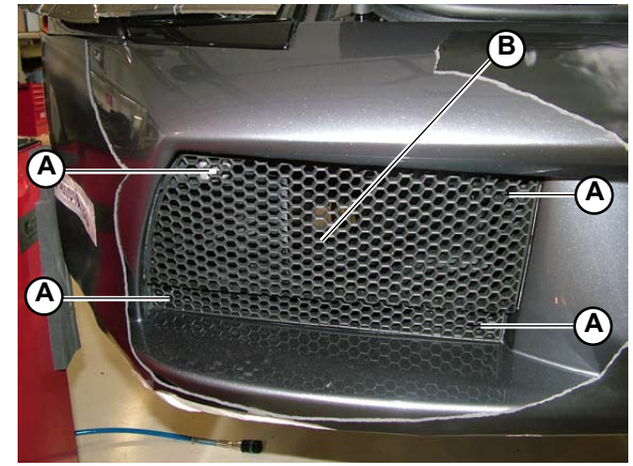

Fig.1
1. Unscrew the 4 screws (**A-Fig.1**) securing the grids (**B-Fig.1**) to the front bumper.